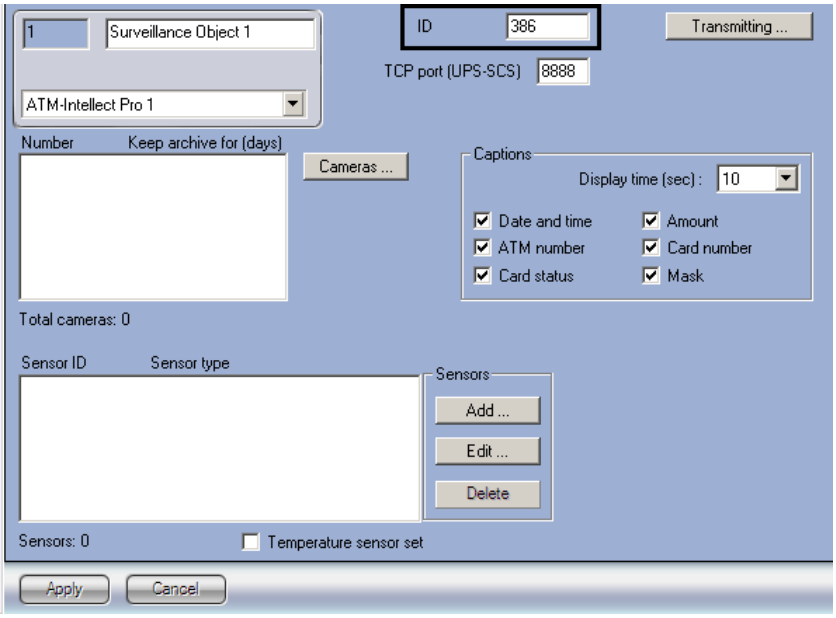

Fig. 4.3—1 Setting Surveillance Object ID
1. Go to the **Surveillance Object** object setting panel (Fig. 4.3—1).
2. In the **ID** field enter the unique ID number of the object on which *ATM Intellect Pro* is installed (see Fig. 4.3—1). May contain 3 to 9 characters.